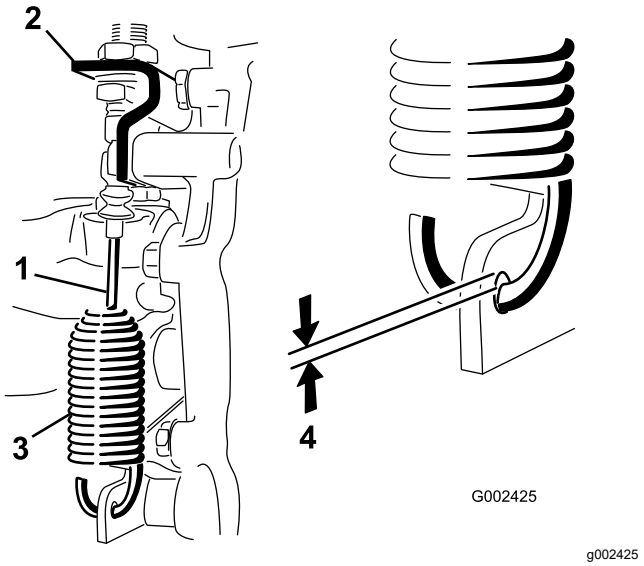

Figur 49
2. Lossa kontramuttrarna som håller fast differentiallåsvajern vid fästet på växellådan (Figur 49).